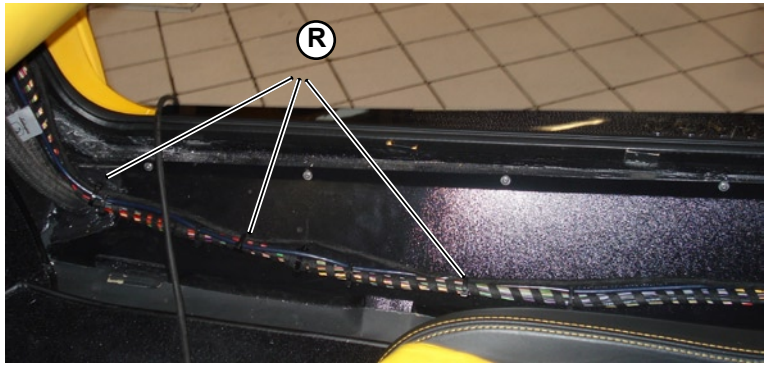

Fig.13
29. Position the wires of the VTS harnesse (**R-Fig.13**), those are contained in the cable sheath, from the blue connector (behind the passenger seat) to the passenger side lower dashboard. Fix the cable sheath under the side member cover, using the balck cable tie (**R-Fig.13**) supplied with the kit and fixing it at the other car's harness that is present in that zone.